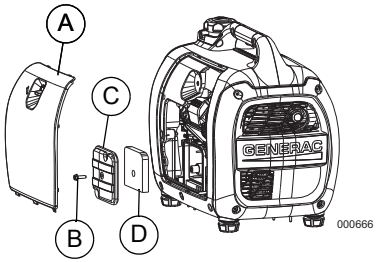

Figure 4-4. Assemblage du filtre à air
1. Voir *Figure 4-4*. Tournez le bouton et enlevez la porte pour l'entretien (A).
2. Dévissez le boulon (B) et enlevez le couvercle du filtre à air (C).
3. Lavez le filtre (D) à l'eau savonneuse. Séchez le filtre en le pressant dans un linge propre (NE LE TORDEZ PAS).